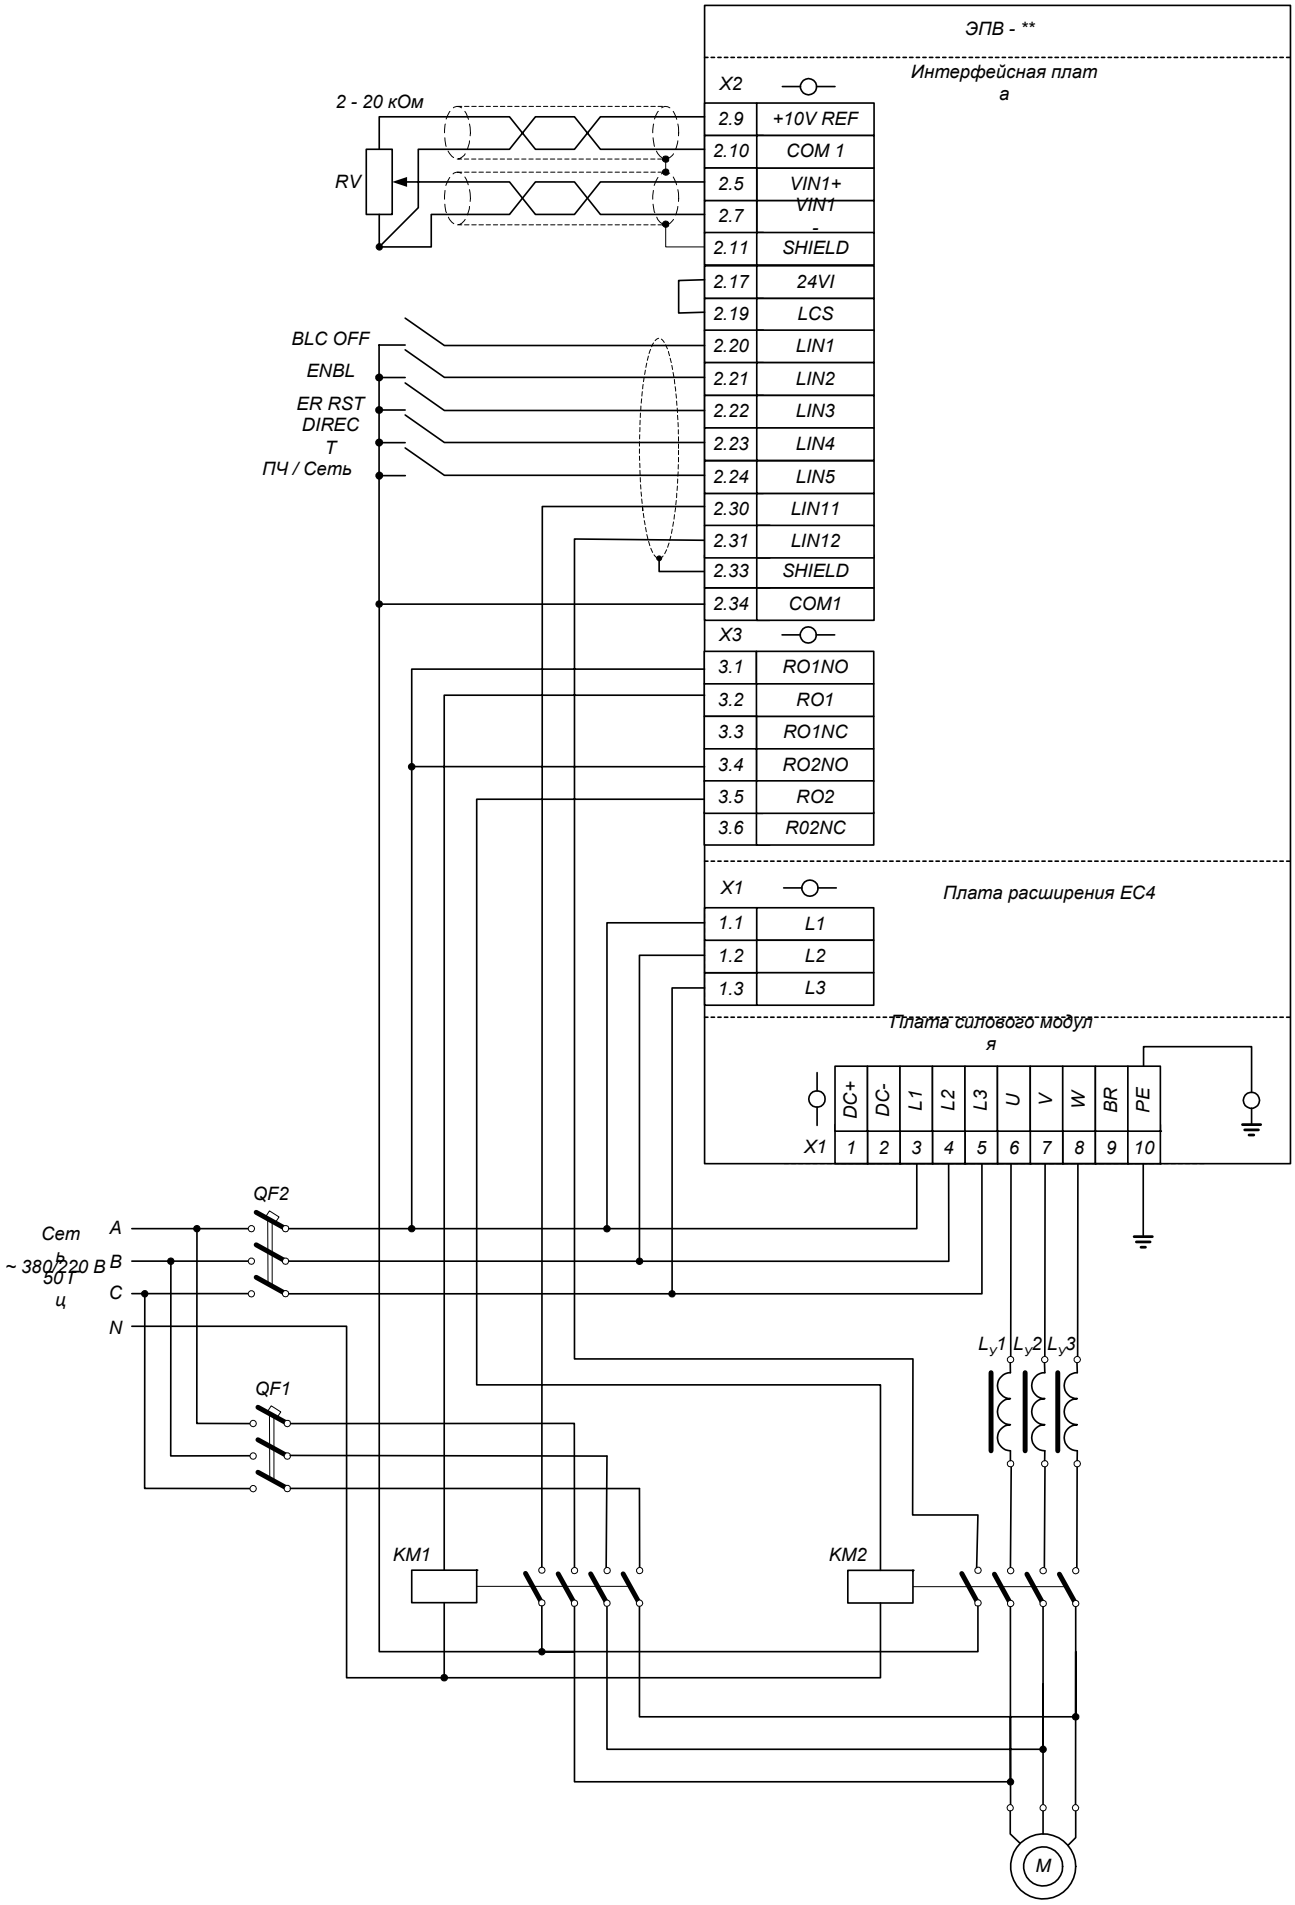

Рис. 7.11 Схема подключения для режима синхрокоммутации.
- *Выполнить подключение двигателя, контакторов, уравнительных реакторов, управляющих входов и выходов ПЧ в соответствии со схемой, приведенной на рис.7.11;*